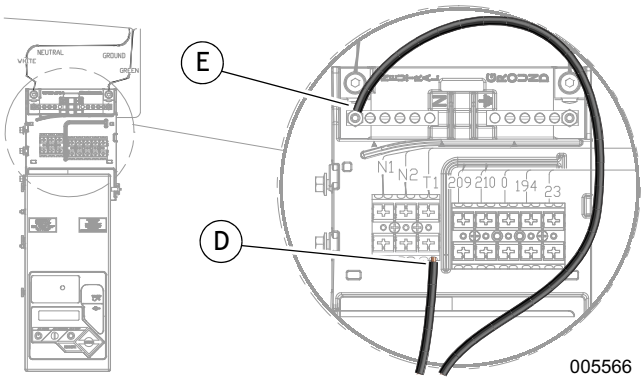

Рисунок 14. Клеммная колодка ввода
См. *Рисунок 14*. Присоедините выводные провода нагревателя к клемме T1 (D) и к шпильке нейтрали (E), как показано на рисунке.